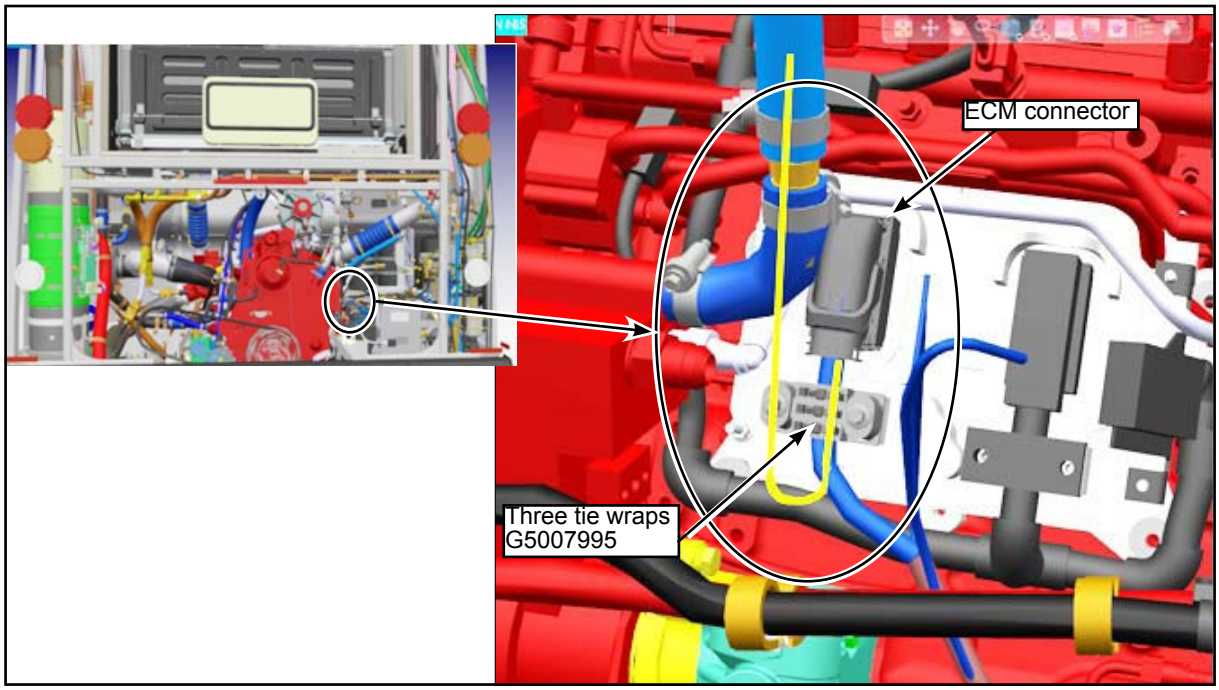

Figure 6 - Reconnect, Secure and Tie-wrap the Wire Kit
1.7. Reconnect the connector, secure the strain relief and zip-tie the wire kit with three tie-wraps (G5007995), route the wire kit from connector +MT-X95W as shown below (see Figure 6).